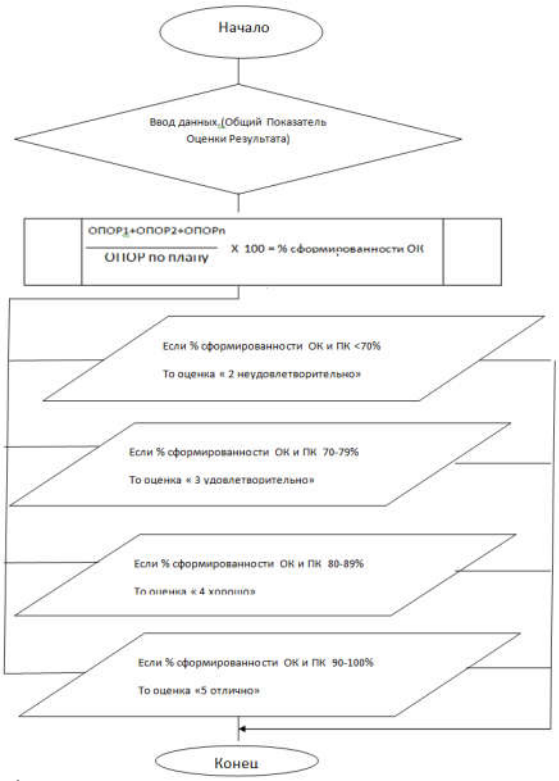

Рис. 8. Алгоритм расчета итоговой оценки ВКР
8. При нажатии кнопок **«Сохранить»**, **«Расчет»** производится расчет доли положительных оценок проявления общих компетенций, перевод процента в академическую оценку. Расчет производится по специально написанному алгоритму (рис. 8).